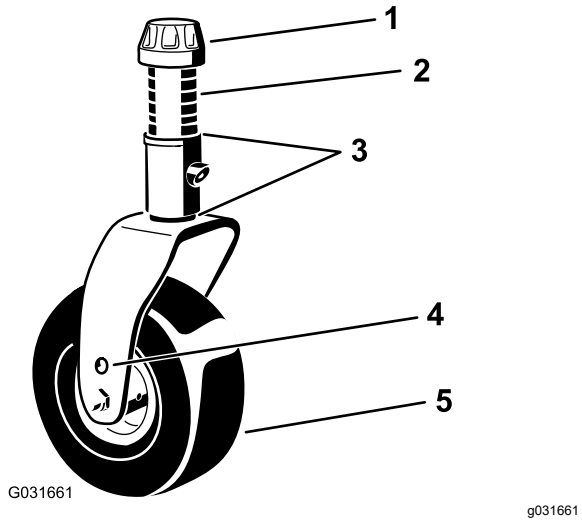

Figur 19
4. Lossa och ta bort spännlocket från svänghjulsspindelns axel med hjälp av den medföljande nyckeln för svänghjulslocket och skjut sedan ut svänghjulsaxeln ur svänghjulsarmen (Figur 19).
7. Montera mellanläggen (så som de satt från början) och de återstående distansbrickorna på axeln (Figur 19).
8. Montera spännlocket och dra åt det med den medföljande nyckeln för svänghjulslocket för att säkra enheten (Figur 19).